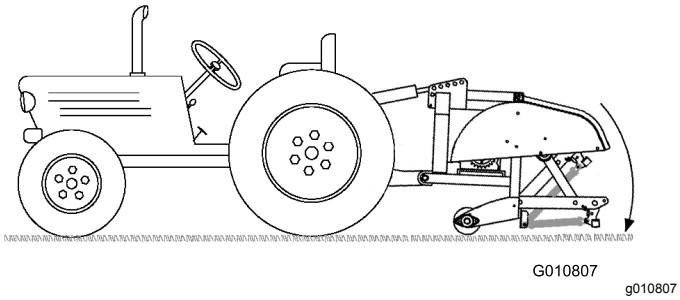

Figur 13
4. Sænk dybdelufteren ned på jorden, og udstræk den hydrauliske topstangscylinder eller topstangen helt (Figur 13).